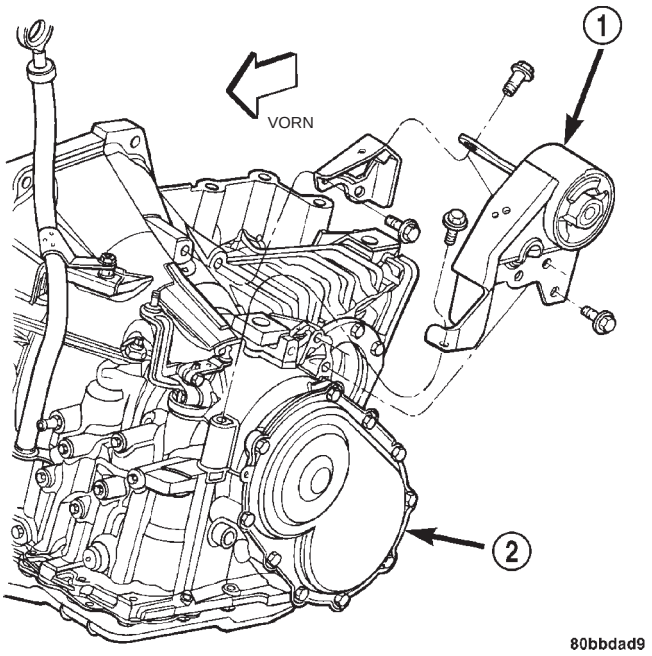
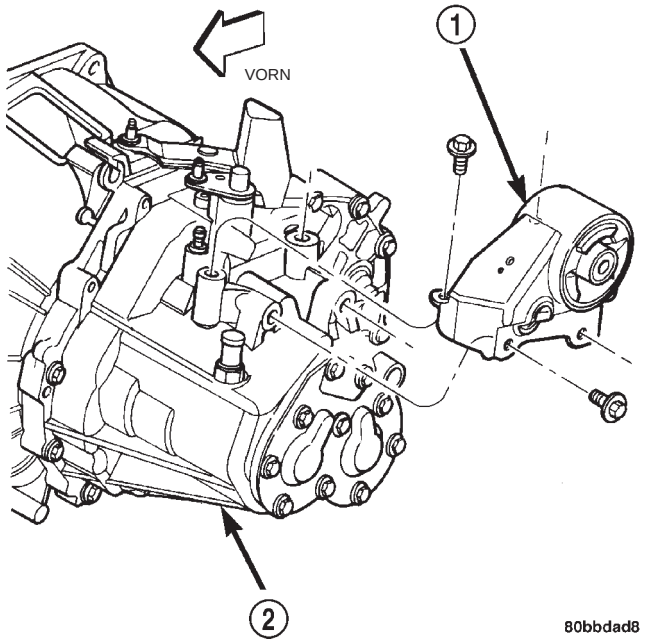

Abb. 16 Linke Aufhängung (Automatikgetriebe)
Abb. 17 Linke Aufhängung (Schaltgetriebe)
(11) Befestigungsschrauben der Aufhängung lösen (Abb. 16) oder (Abb. 17).
(12) Aufhängung abbauen.
(1) Aufhängung einbauen und Befestigungsschrauben eindrehen (Abb. 16) oder (Abb. 17). Schrauben mit einem Anzugsmoment von 68 N·m (50 ft. lbs.) festziehen.